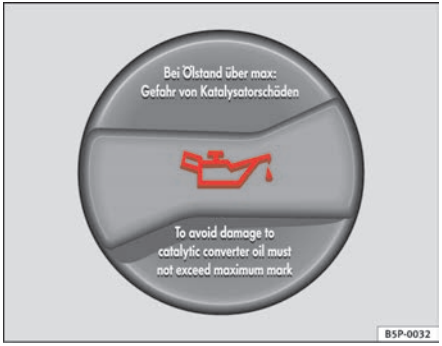

Fig. 160 In the engine compartment: Engine oil filler cap
– Unscrew cap from oil filler opening ⇒ fig. 160.
– As soon as the oil level is in area (B), carefully close the cap.